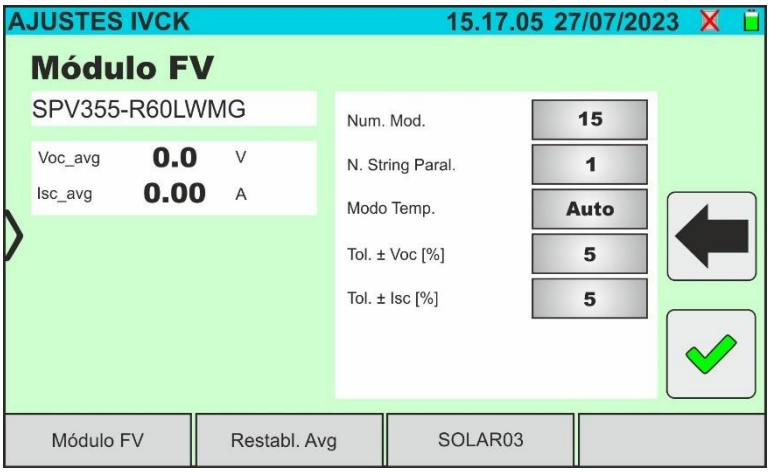

Fig. 60: Configuración parámetros test IVCK
28. Toque la tecla "**Ajustes**" (referencia módulos Monofaciales). Se muestra la siguiente pantalla en la Fig. 60. Se indican los siguientes parámetros: